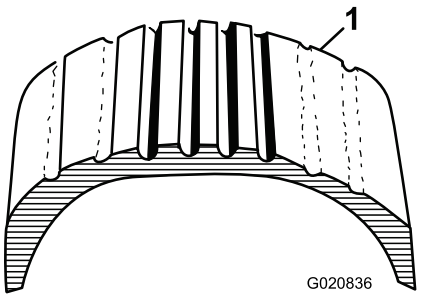
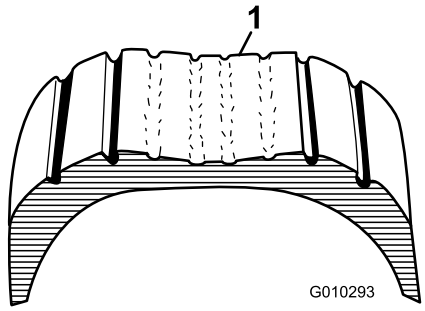

Figure 16
Figure 17
1. Vérifiez visuellement l'état et l'usure des pneus (Figure 16 et Figure 17).